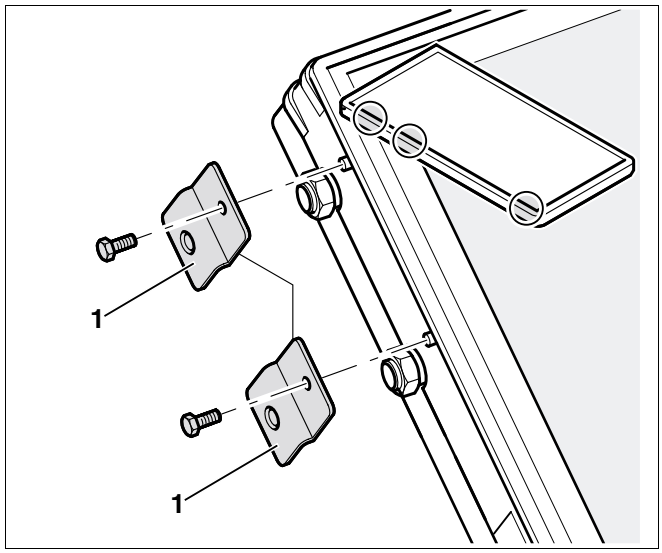

Afb. 57 Transportbeveiligingen demonteren
- Demonteer de transportbeveiligingen (afb. 57, **pos. 1**) aan de linker collectorzijde pas vlak voor de collectoren hydraulisch verbonden worden.